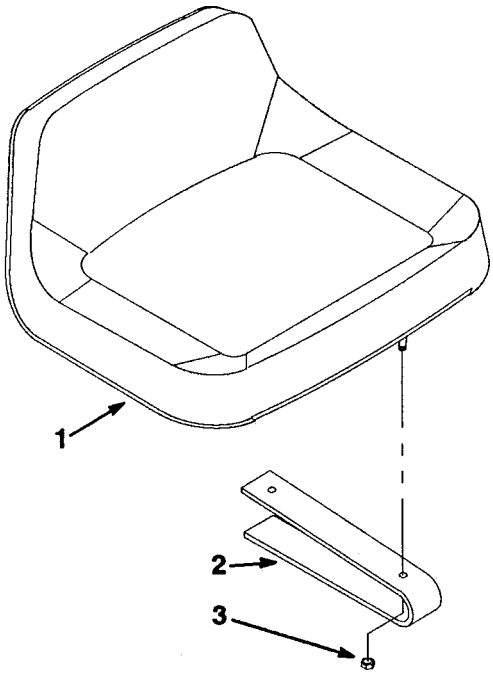

Figure 7
2. Install the seat onto the leaf springs, making sure the four seat studs fit through the matching holes in the leaf springs (Fig. 7).
3. Make sure the seat switch wire is routed correctly through the center opening in the seat base, then fasten the seat to the leaf springs with the four 5/16" locknuts (Fig 7).